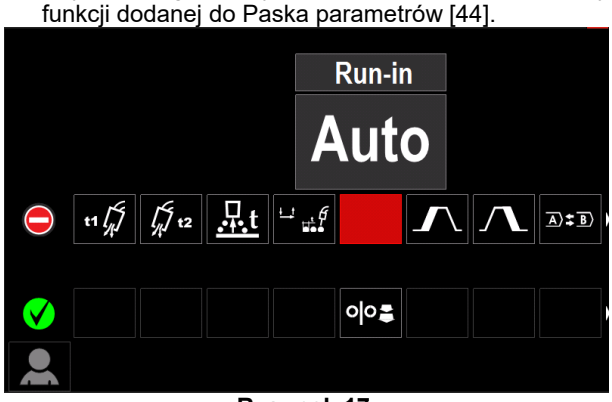

Rysunek 17.
- Wybrany program lub funkcja została dodana do Paska parametrów [44] (patrz Rysunek 17).